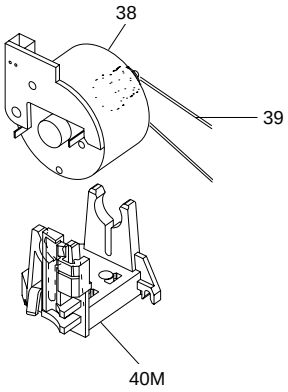

Fig. 15
- Antriebsriemen (Pos. 39) entfernen (Fig. 15) und den Stecker des Fädelmotors abziehen.
- Fädelmotor (Pos. 38) aus dem Motorhalter (Pos. 40M) ziehen (Fig. 15).
- Remove the drive belt (Pos. 39, Fig. 15) and unplug the connector from the threading motor.
- Pull off the threading motor (Pos. 38) from the motor support (Pos. 40M, Fig. 15).